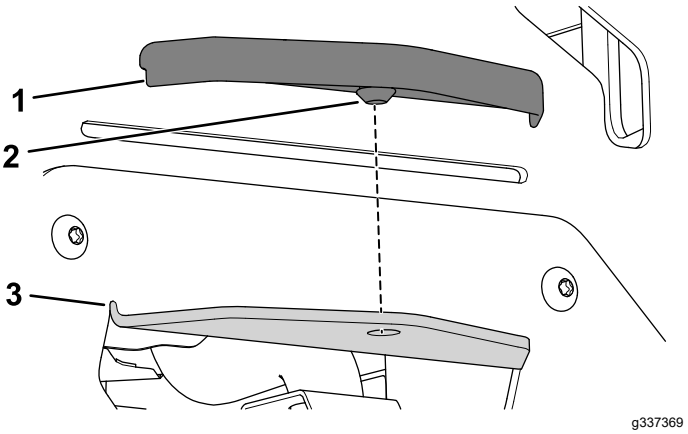

Figure 29
2. Align the hitch cover over the hitch and press it into place (Figure 29).